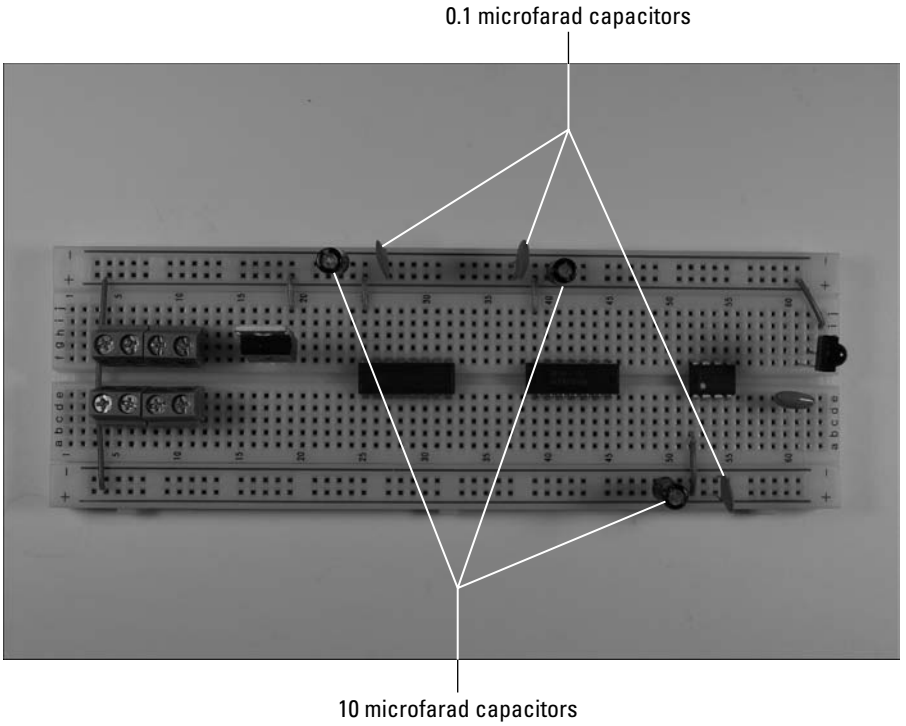

Figure 11-28: Insert capacitors on the breadboard.
5. **Insert a set of one 10 microfarad and one 0.1 microfarad capacitor between the + voltage bus and the ground bus next to the V+ input for the decoder IC. Do the same for the inverter IC and the H-bridge IC, as shown in Figure 11-28.**